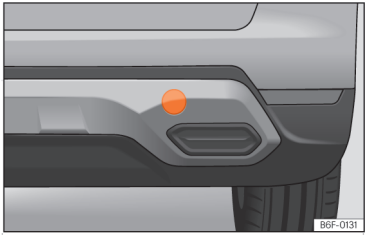

Abb. 165 Auf der rechten Seite des hinteren Stoßfängers: Abdeckung entfernen.
Die Abschleppöse wird in die hinter einer Abdeckung auf der rechten Seite des hinteren Stoßfängers befindliche Aufnahme eingeschraubt ››› (Abb. 165).
- Drücken Sie auf den rechten Bereich der Abdeckung ››› (Abb. 165) und klinken Sie diese aus.